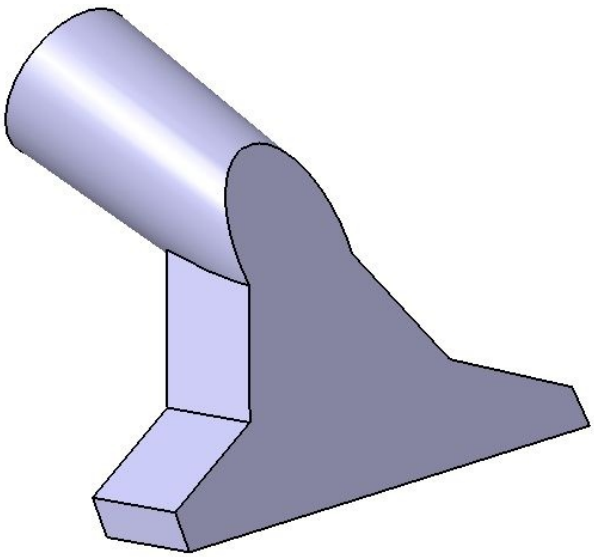

Figure 6-87 *Resulting second feature*
12. Reverse the direction, if needed and choose the **OK** button from the **Pocket Definition** dialog box. The model after creating the second feature is shown in Figure 6-87.